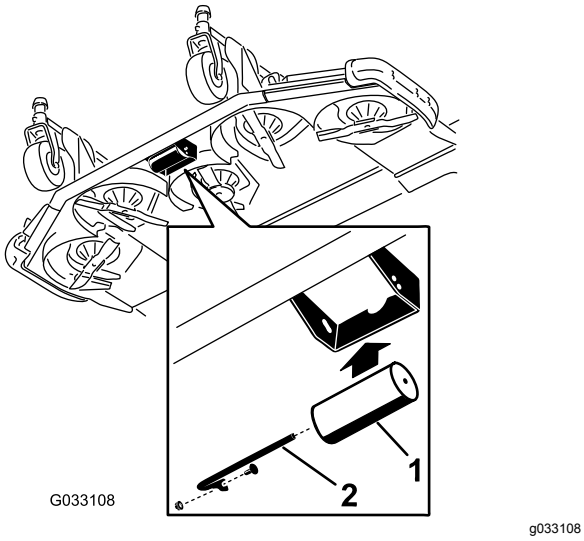

Figur 25
2. Tilret rullen efter de øverste huller og monter akslen med skruen og møtrikken (Figur 25).